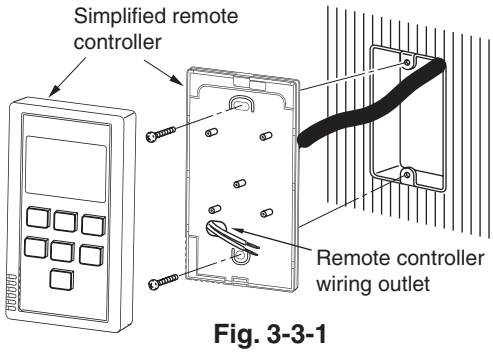

Fig. 3-3-1
2. After passing the simplified remote controller wiring through the conduit on the back case of the controller, secure it with the two screws (field supply). (See Fig. 3-3-1)
- Use an electric junction box (field supply) (See Fig. 3-3-1) for flush mounting of the simplified remote controller